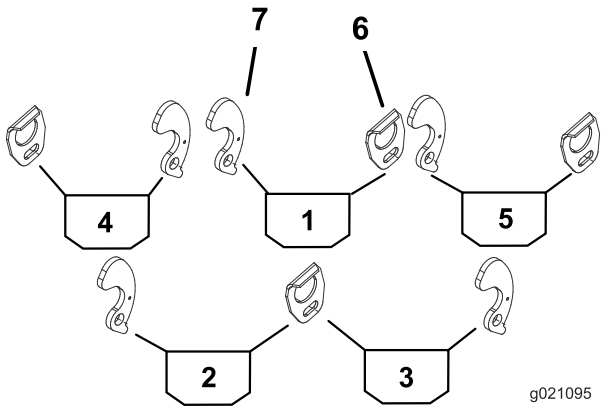
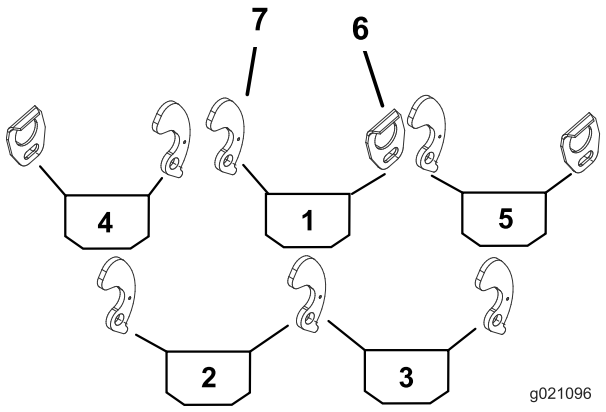

図 1
図 2
2. カッティングユニット用キャリアフレームにバスケットガイドまたはバスケットカムロックを取り付ける位置については、図 1 および図 2 を参照のこと。
3. 各キャリアフレームの該当する側に、バスケットガイドを取り付ける（図 1）；ボルト（5/16 x 1/2 インチ）1本と平ワッシャ（0.344 x 0.875）を使用する。